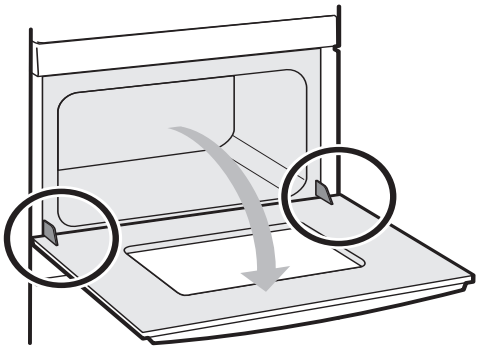

**Figure 37: Door at horizontal position**
3. Fully open the oven door, horizontal with floor (Figure 37).